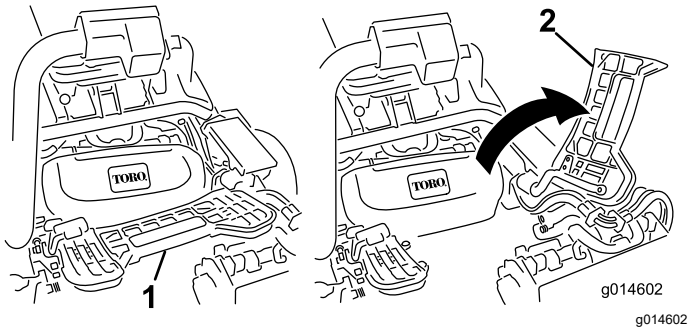

Bild 64
2. Heben Sie die Fußplattform an und schwenken sie in die geöffnete Stellung, um die Stellung das mittlere Mähwerk zugänglich zu machen (Bild 64).